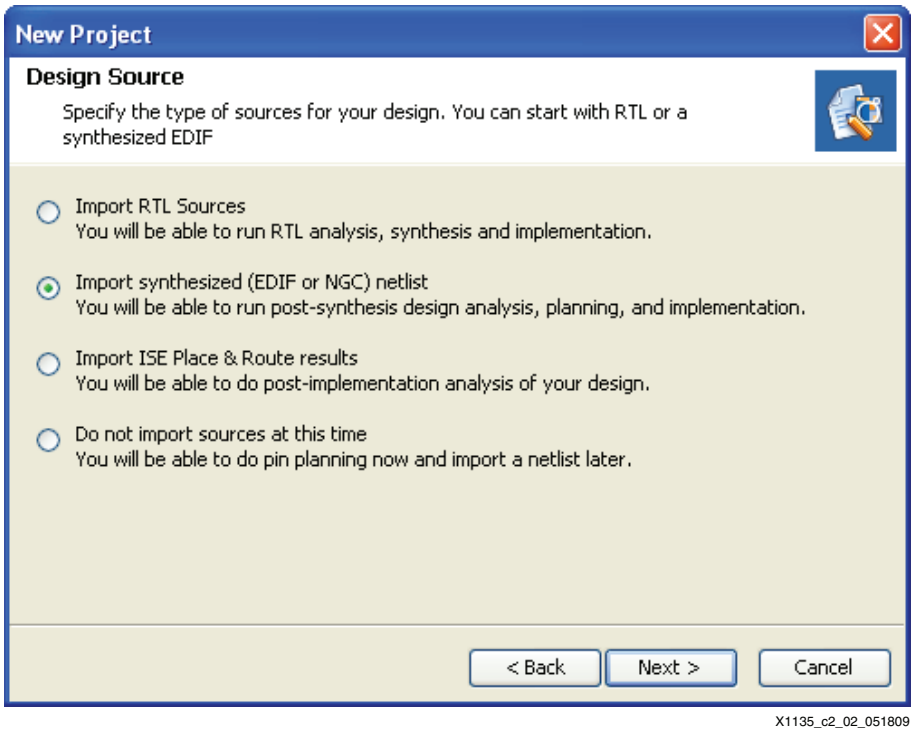

Figure 3-2: **New Project (Design Source)**
4. Select **Import a synthesized (EDIF or NGC) netlist** (see Figure 3-2) because the modules have already been synthesized and click **Next**.